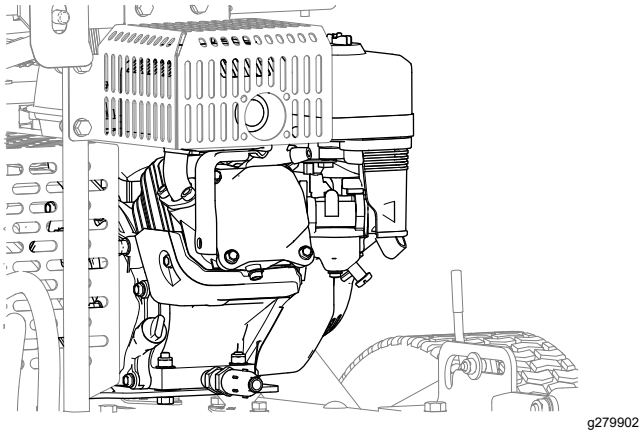

**Figur 41**
4. Avlägsna smuts och skräp från motorn och motorns kylflänsar (Figur 41).